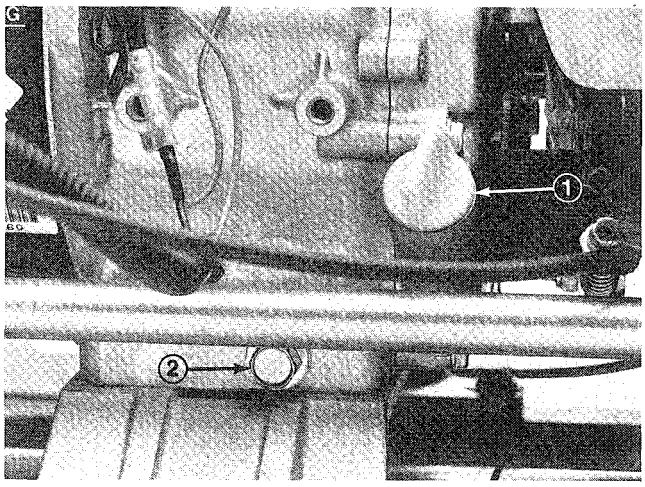

**Figure 24**
1. Position mower so the engine is level and clean around oil level gauge (Fig. 24).
2. Place a drain pan at rear of machine under drain plug (Fig. 24). Remove drain plug.